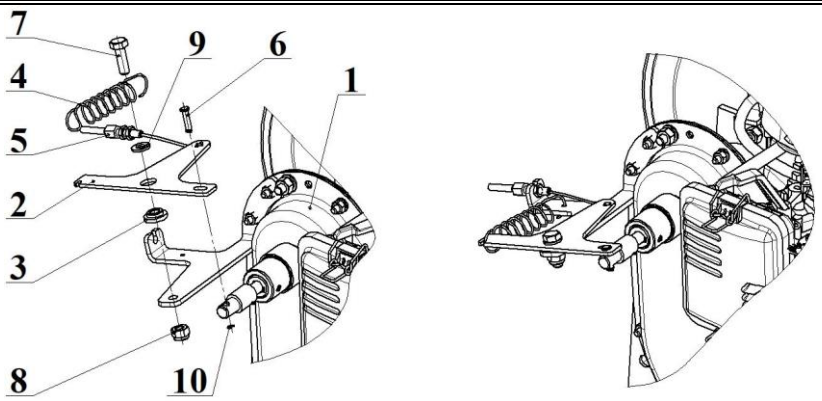

Рисунок 7 – Установка механизма переключения передач
2.1.13 Включите нейтральную передачу и установите механизм переключения передач на редуктор мотоблока (рисунок 7).